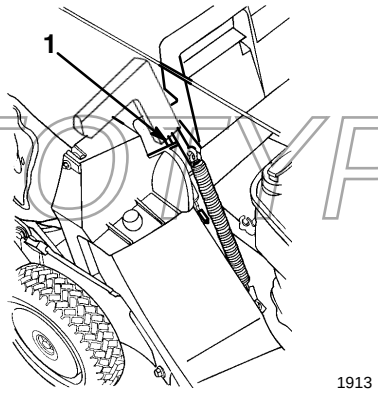

Abbildung 15
5. Den Griff der Auswurfkanaltür nach vorne ziehen und zurückschieben, bis der Stift im Korbschlitz einrastet (Abb. 15).